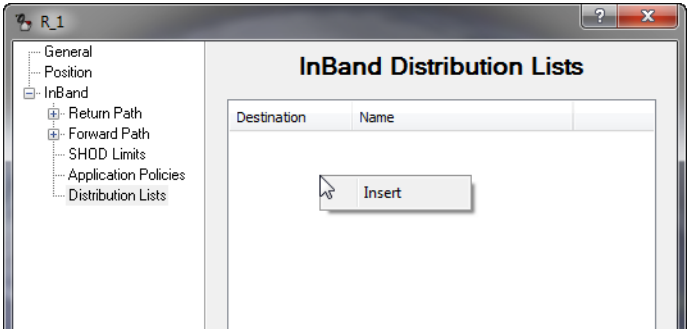

Figure 3-88 InBand Distribution Lists, Remote Site
1. To declare a Distribution List, right-click on the white table area in the dialog, then click on the **Insert** button that appears (figure 3-88).